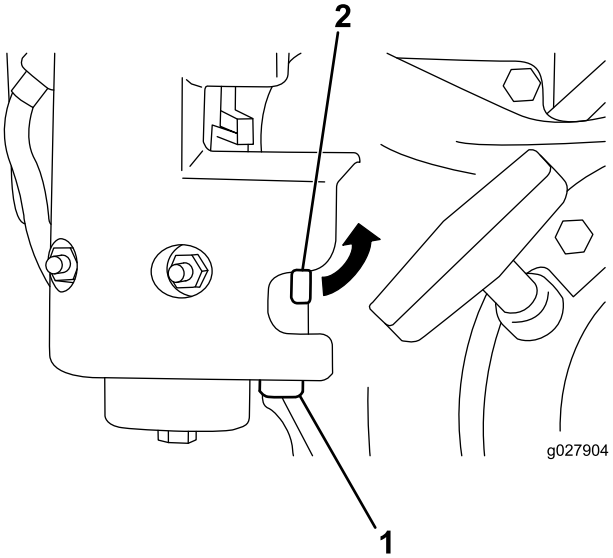

Figur 29
1. Stäng bränslekranen och skruva loss bränslerenaren från förgasaren (Figur 29).